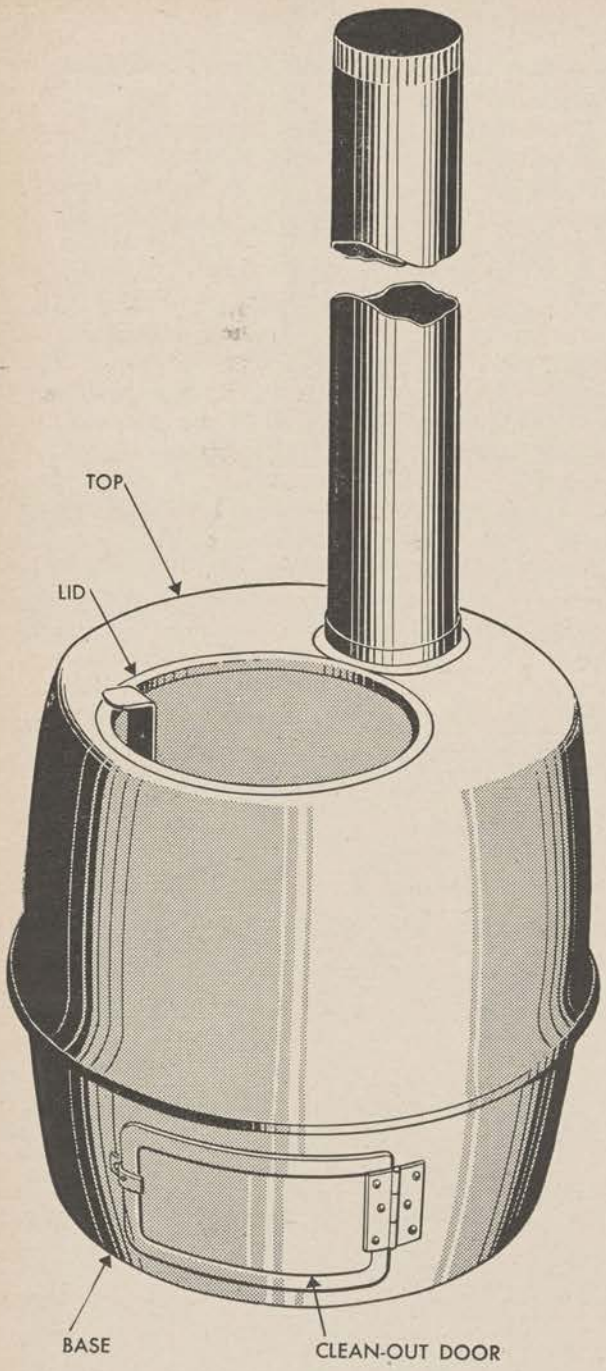

Figure 84. Stove, tent, M1941 (65–N–2500).
a. Tent stove, M1941, complete (stock No. 65–N–2500) (see fig. 84) is a heating stove which may be operated with wood or coal, or with an oil burner. Conversion from one type of operation to the other may be quickly and easily accomplished.